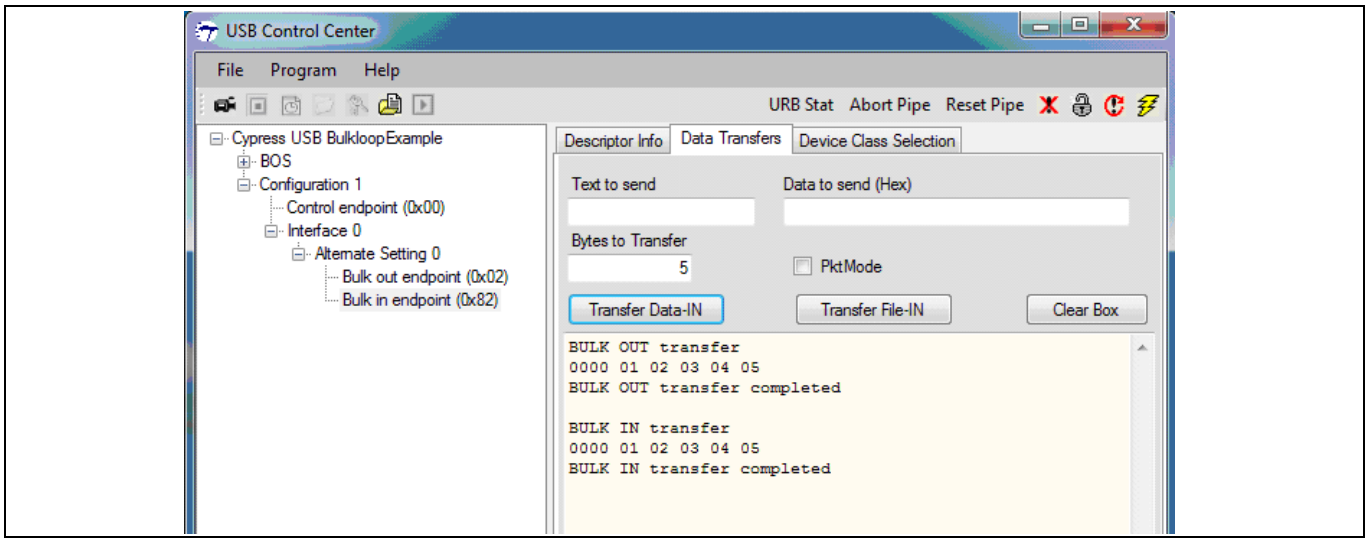

Figure 25 BULK IN 传输
3. BULK Loop 程序使用相应编号的 IN 端点回送通过 OUT 端点接收的所有数据。要执行 BULK IN 传输，请选择左侧屏幕中的 **BULK in endpoint (0x82)**。向 **Bytes to Transfer** 字段内输入需要传输的字节数量。点击 **Transfer Data-IN**。**Figure 25** 显示了在 IN 端点 (0x82) 上接收到相同的 5 个字节。